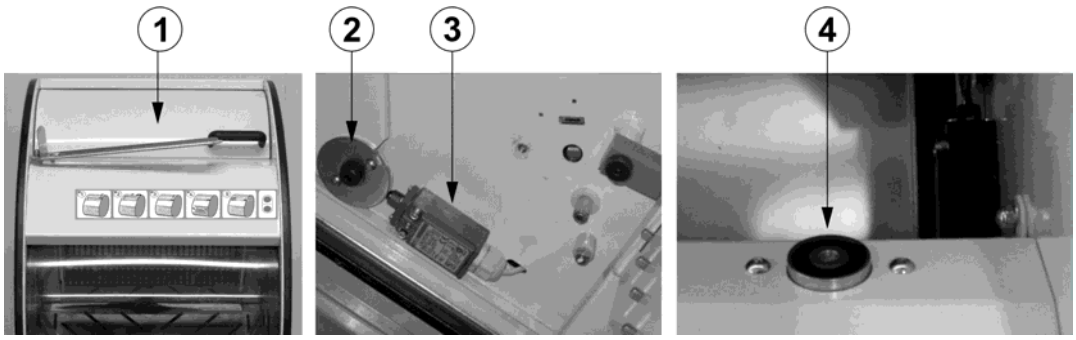

Figura 16
1. **Coperchio del vano di carico interbloccato** rif. 1 Figura 16, il quale fa sì che sia impossibile raggiungere le lame e lo spingi pane quando questi sono in movimento. La sua posizione è controllata da un apposito microinterruttore rif. 3 comandato dalla camma rif. 2. La condizione di "bloccato" è realizzata tramite l'elettromagnete rif. 4, in questo caso viene eseguito il comando di start dello spintore e delle lame di taglio. In caso di apertura forzata del coperchio, il sistema di sicurezza associato comanda l'arresto d'emergenza della macchina con azzeramento di energia elettrica ad ogni sua parte altrimenti pericolosa fintanto che detto coperchio rimane aperto. La sua richiusura attiva automaticamente il reset della macchina riportando lo spingi pane in posizione di partenza.